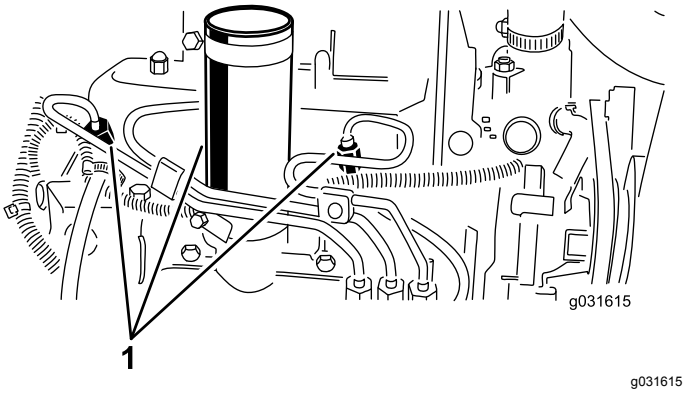

Figura 52
1. Allentate il raccordo dell'ugello n. 1 ed il gruppo portaugelli (Figura 52).